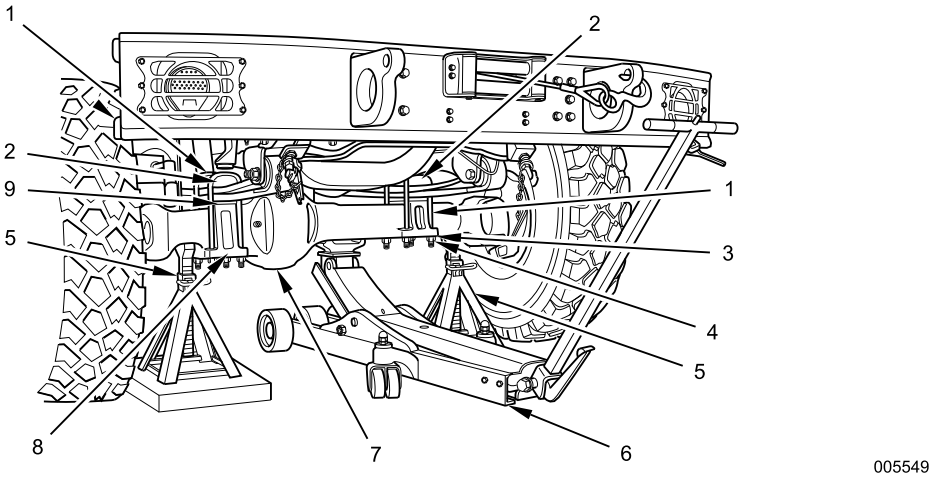

Figure 11. Front U-Bolt Plates and Axle Assembly Removal.
12. Remove eight U-bolt locknuts (Figure 11, Item 4) and eight flat washers (Figure 11, Item 3) from U-bolts (Figure 11, Item 1). Discard locknuts.
13. Remove four U-bolts (Figure 11, Item 1) and two upper U-bolt plates (Figure 11, Item 2) from two axle-mounted brackets (Figure 11, Item 8) on front axle assembly (Figure 11, Item 7).
14. Raise front axle slightly with 20-ton floor jack (Figure 11, Item 6), and remove 10-ton jackstands (Figure 11, Item 5) from front axle.
15. With maintainer assistance, lower front axle and wheel assembly (Figure 11, Item 7) away from springs with 20-ton floor jack (Figure 11, Item 6) until wheels are supported by floor. Remove floor jack.
16. Remove lower U-bolt plate (Figure 11, Item 9) from front axle assembly (Figure 11, Item 7).
17. Roll axle (Figure 11, Item 7) out from under vehicle.